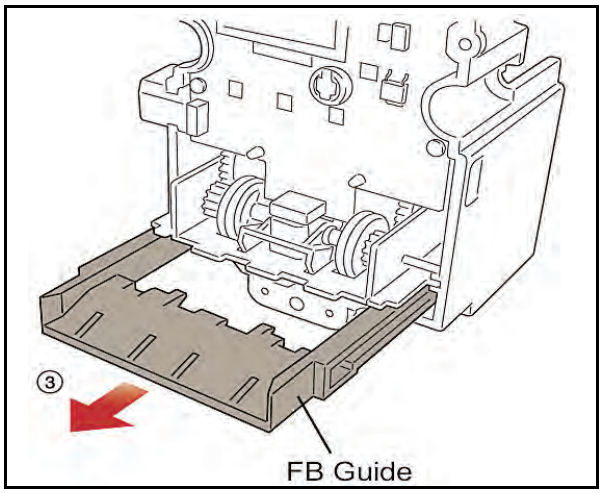

Figure 4-10 Front Guide Removal
3. Remove the Front Bill Guide by extracting it in the direction of the large arrow illustrated in Figure 4-10 ③.